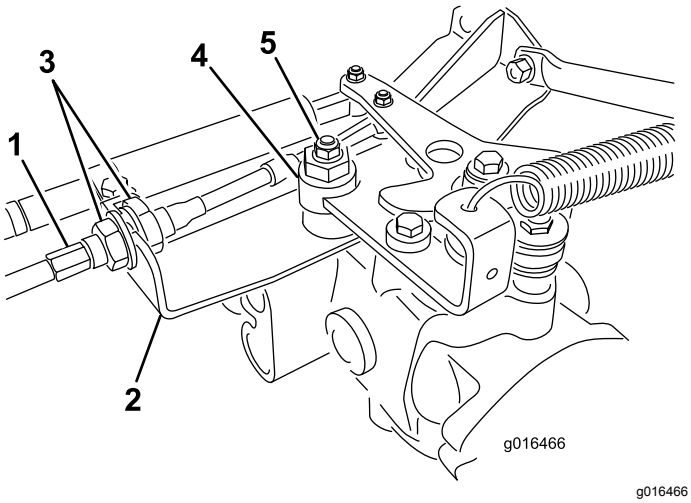

Figure 46
A. Loosen both jam nuts securing the traction-control cable to the bulkhead on the hydrostat (Figure 46). Ensure that the jam
Note: Loosen the nut securing the eccentric to the top of the hydrostat (Figure 46).
E. When the wheel stops rotating, tighten the nut locking the eccentric and the adjustment (Figure 46).
G. From each side of the bulkhead, tighten the locknuts evenly, securing the traction cable to the bulkhead (Figure 46). Do not twist the cable.